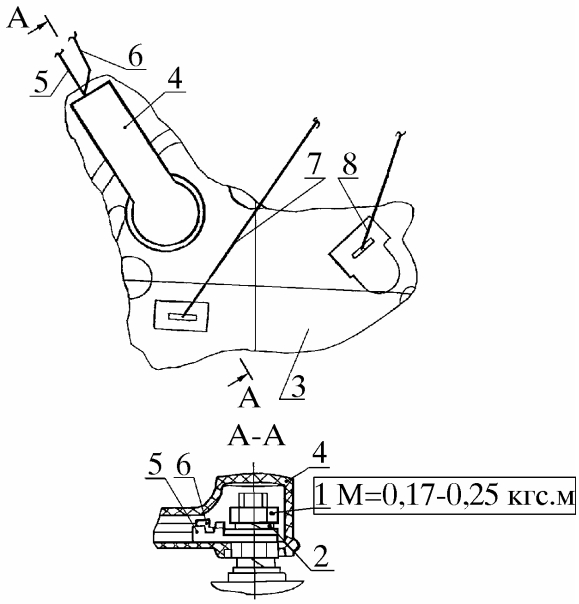

Рис. 41. Присоединение проводов к генератору:
2) гайку 1 (рис. 41) крепления наконечника провода к клемме генератора затянуть с моментом от 1,7 до 2,5 Н.м (0,17 - 0,25 кгс.м)